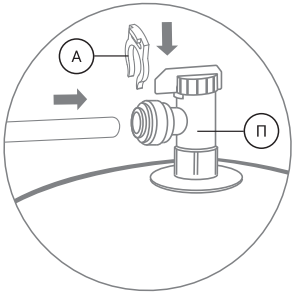

Рис. 22
5. Подключите свободный конец синей трубки 1/4", идущей от фитинга-тройника угольного постфильтра к вентилю (П) накопительного бака: вставьте пластиковую трубку в вентиль (П) до упора (рис. 22), для герметизации соединения приложите дополнительное усилие, при этом трубка утопится еще примерно на 3 мм и будет плотно обжата резиновым кольцом фитинга. Установите стопорную клипсу (А) из комплекта поставки.